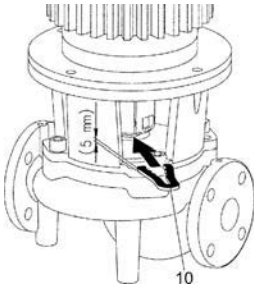

Fig. 18: Montagegaffel för inställning
Vid alla monteringsarbeten (pumptyp design A/B) måste montagegaffeln (Fig. 18, pos. 10) användas för att ställa in en korrekt pumphjulsposition i pumphuset!